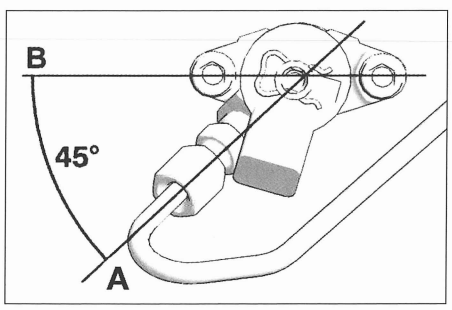

FIG. 37
- respetar la inclinación de 45° entre (A) y (B) **(fig. 37)**.